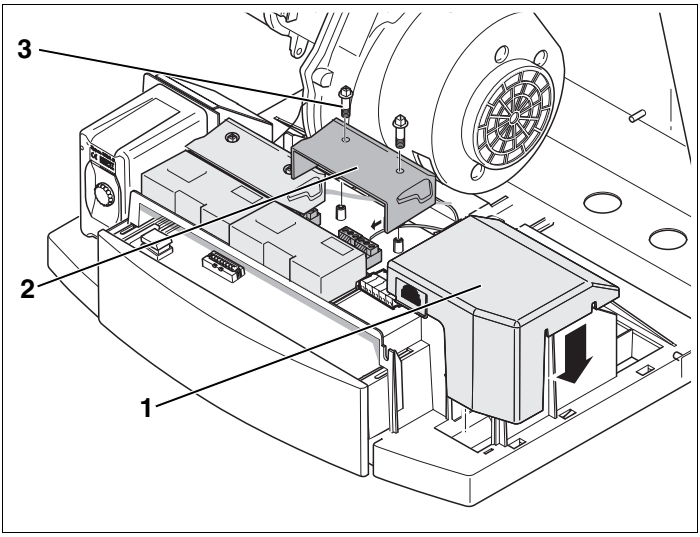

Rys. 4 Zamknięcie osłony zacisków
- Nałożyć pokrywę skrzynki przyłączowej (rys. 4, **poz. 1**).
- Założyć osłonę zacisków modułu funkcyjnego (rys. 4, **poz. 2**).
- Wkręcić wkręty z rowkiem krzyżowym (rys. 4, **poz. 3**) przy pomocy wkrętaka krzyżowego lub klucza do odpowietrzania.